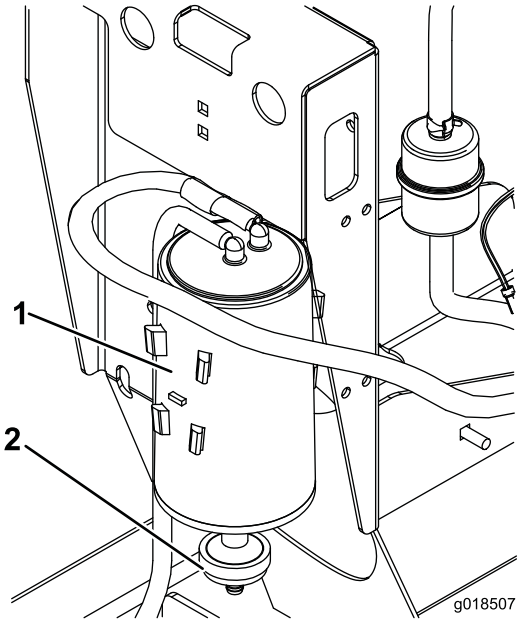

Figuur 20
2. Verwijder het luchtfilter van de koolstofhouder en gooi het weg (Figuur 20).